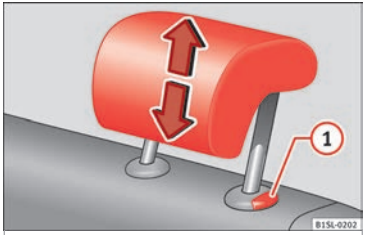

Fig. 54 Removing the rear head restraint
- Pull the head restraint out of the fitting without releasing the button ››› Fig. 54 (1).